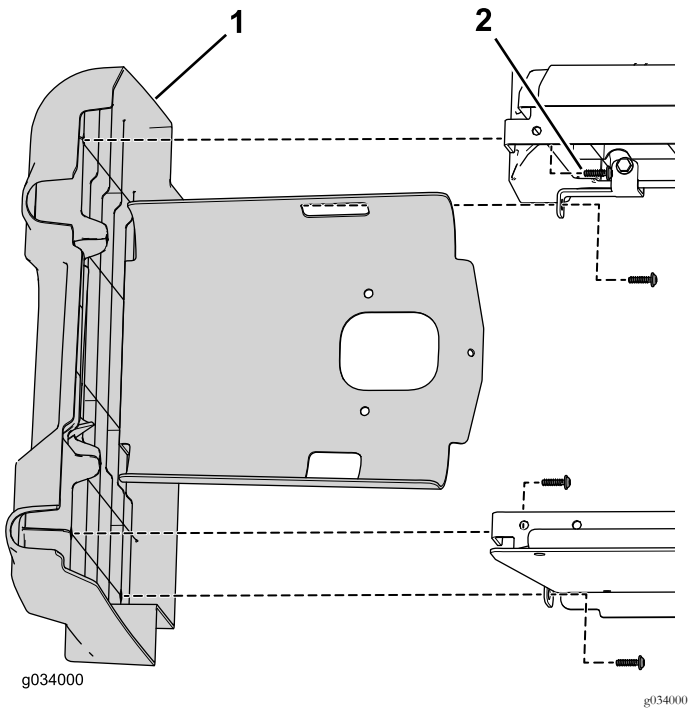

Figur 3
6. Fjern de fire skruene som fester venstre kontrollpanel til den nedre seteenheten (Figur 3).